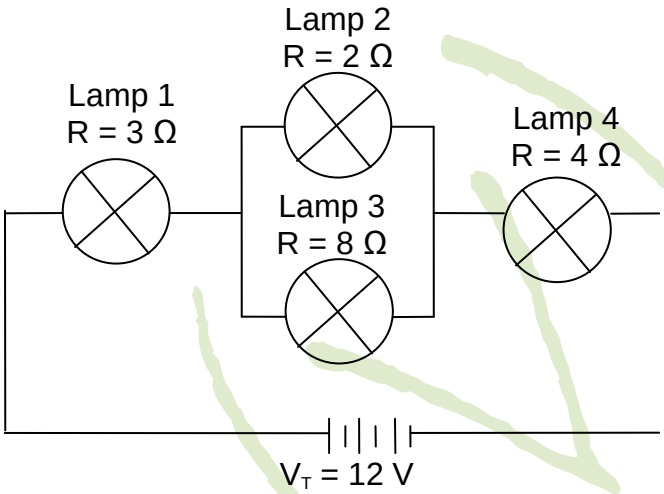

FIGURE 1
1.1 FIGURE 1 shows four incandescent lamps with different filament-resistance values connected to a 12 V supply.
Analyse FIGURE 1 and answer the questions.